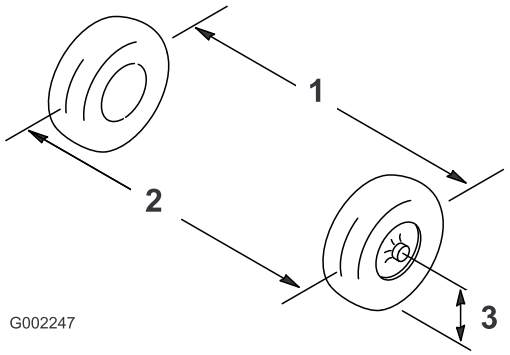

Figura 101
2. Mida la distancia entre los neumáticos delanteros a la altura del eje, en la parte delantera y trasera de los neumáticos delanteros (Figura 101).